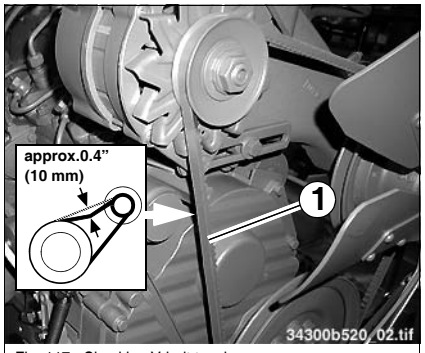

Fig. 117: Checking V-belt tension
- Use a suitable tool to push the alternator in the direction of arrow **A** until the correct V-belt tension is obtained (fig. 117).
- Check the V-belt tension (fig. 117) again.